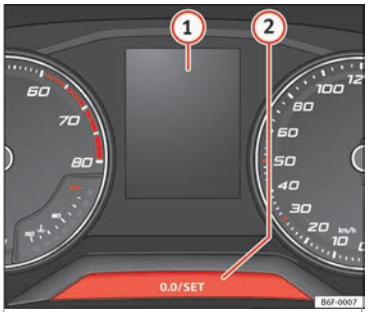

Rys. 50 Tablica przyrządów
Wskazanie okresu międzyobsługowego pojawia się na wyświetlaczu tablicy przyrządów ››› rys. 50 (1).